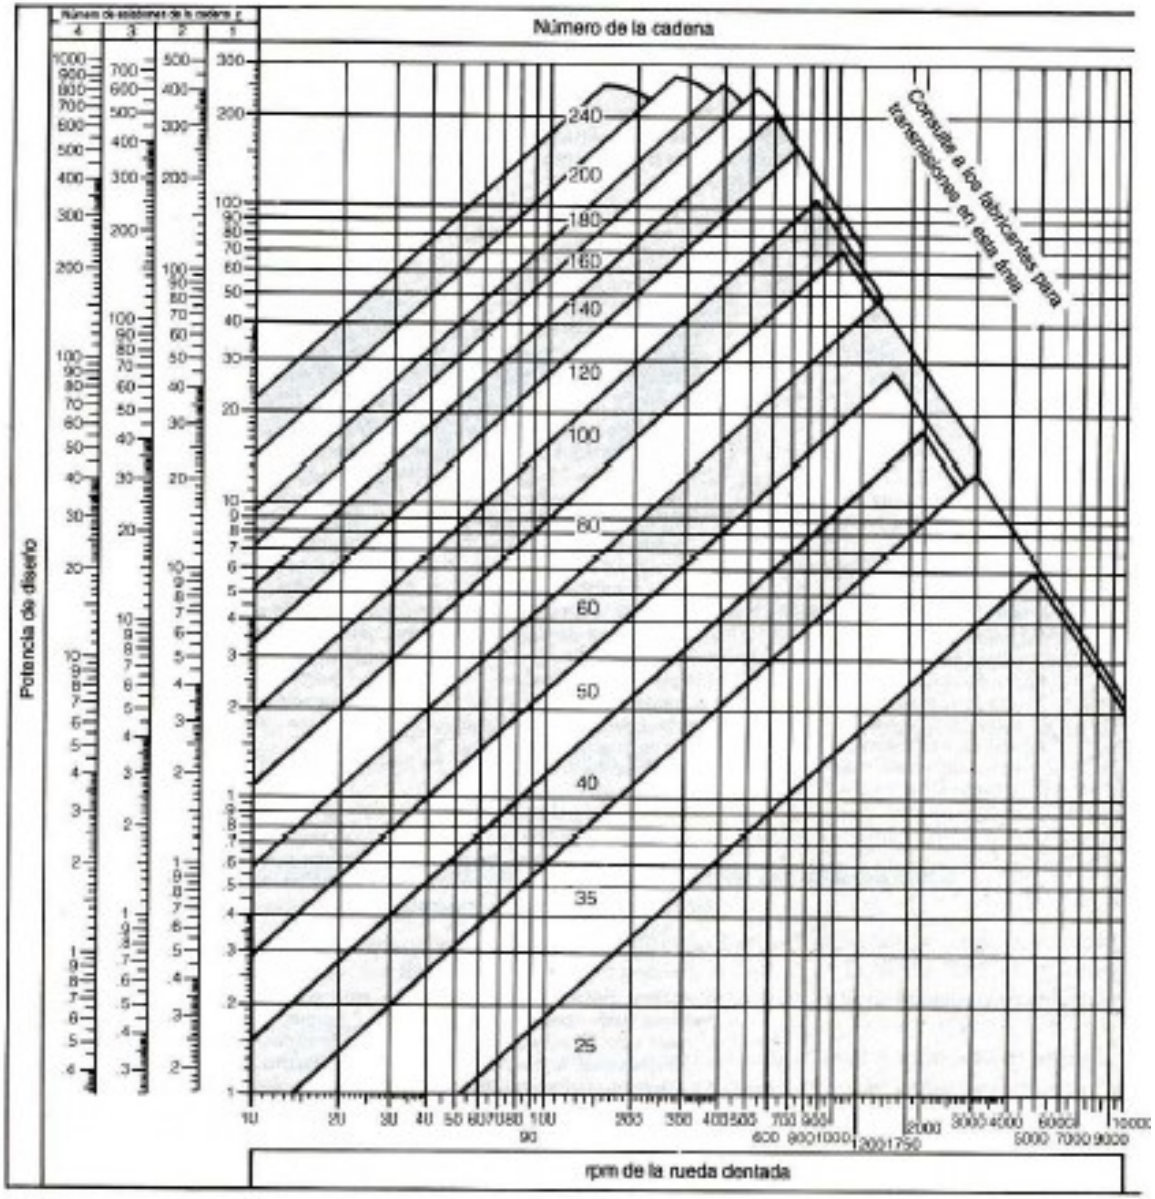

Figura 9.4: Potencia vs rpm
3. Con la potencia de diseño P_d y las rpm del piñón se entra en una gráfica que según la zona en que se encuentra especifica la cadena necesaria para esos requerimientos. Ver figura 9.4